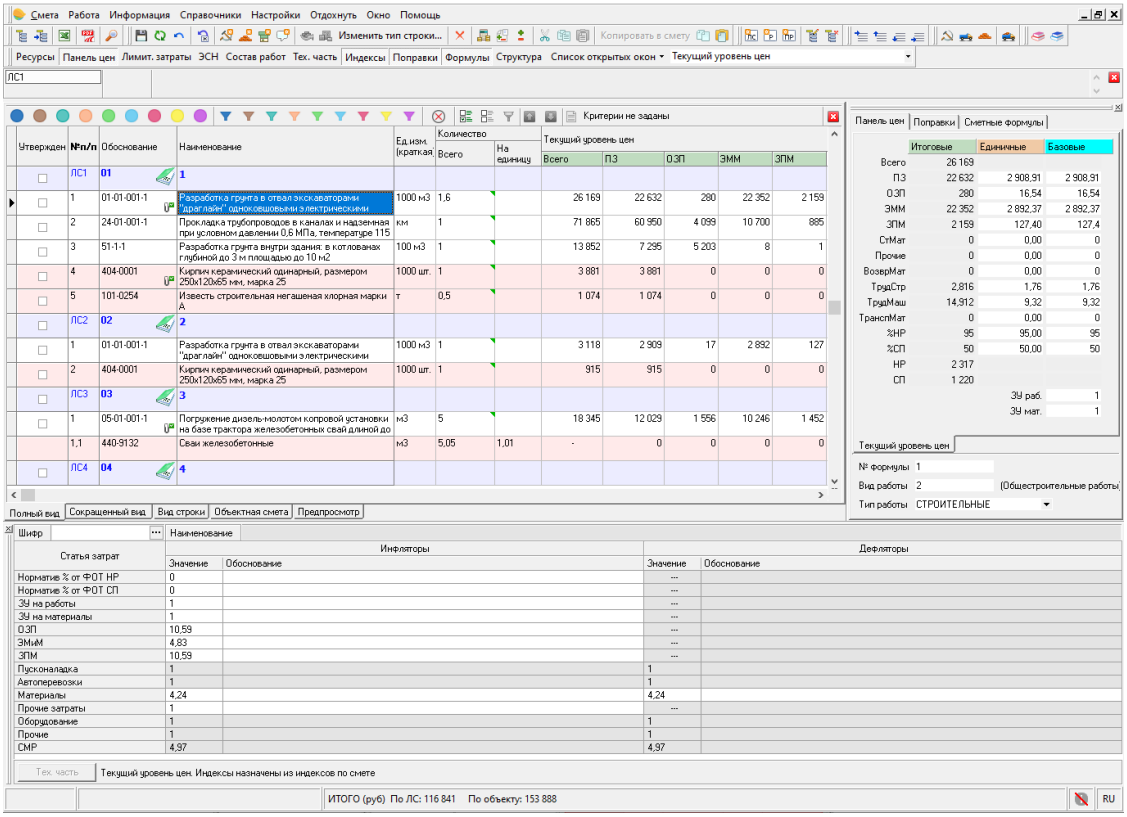

Рис. 6. Расценка в локальной смете “1”, из строительного сборника. Индексы назначены.
- **Для расценок** – только при добавлении в локальную смету “1” - автоматически к отдельным статьям затрат расценки, при условии, что расценки из строительных сборников, и при условии, что расценки являются строительными или прочими работами (см. рис. 6 - 9);